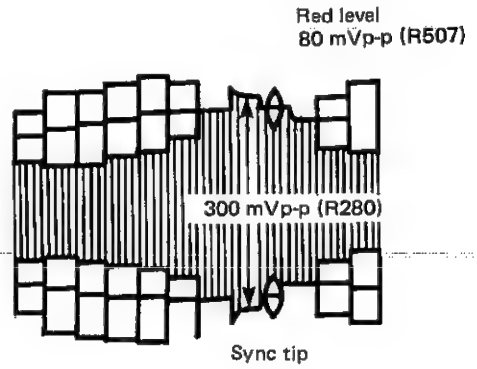

Figure 61.
5) Adjust sync tip to 300 m Vp-p as shown in Figure 61 with R280 (REC Y LEV).